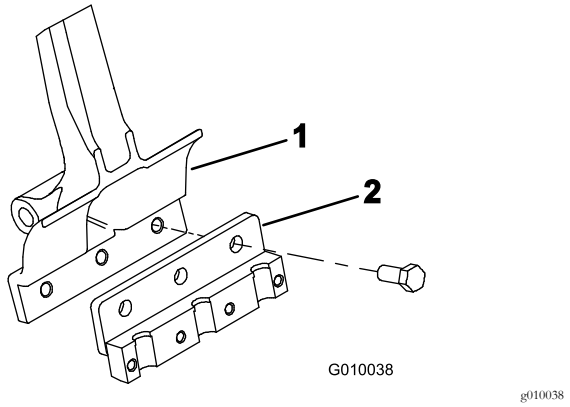

**Figur 22**
3. Fest en pipeholder på hver pipearm med tre bolter (1/2 x 1 1/4 tomme) (Figur 22). Stram boltene med et moment på 101,6 N·m.